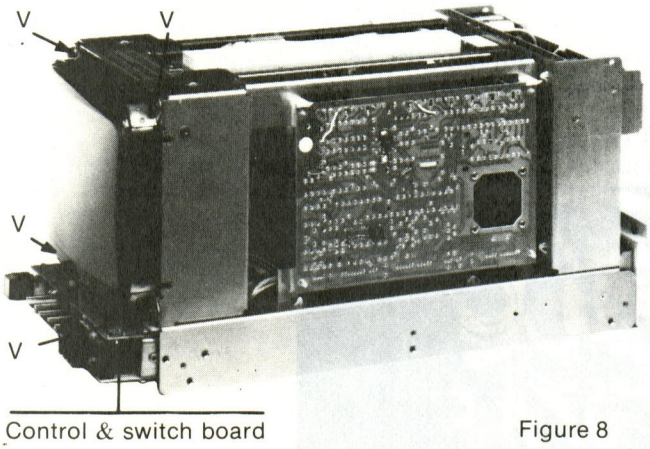

Figure 8
g) Gently slide out the control & switch board (figure 8).